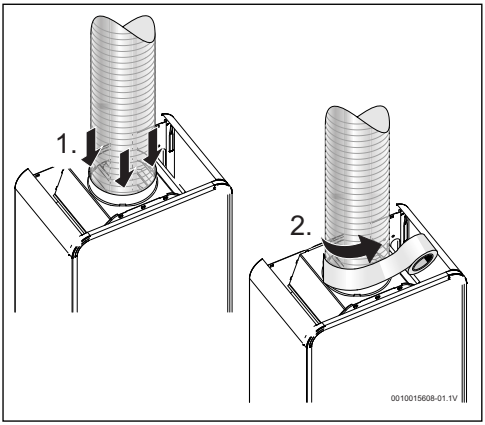

Fig. 13
- ser isolada com material adequado (Fig. 13),